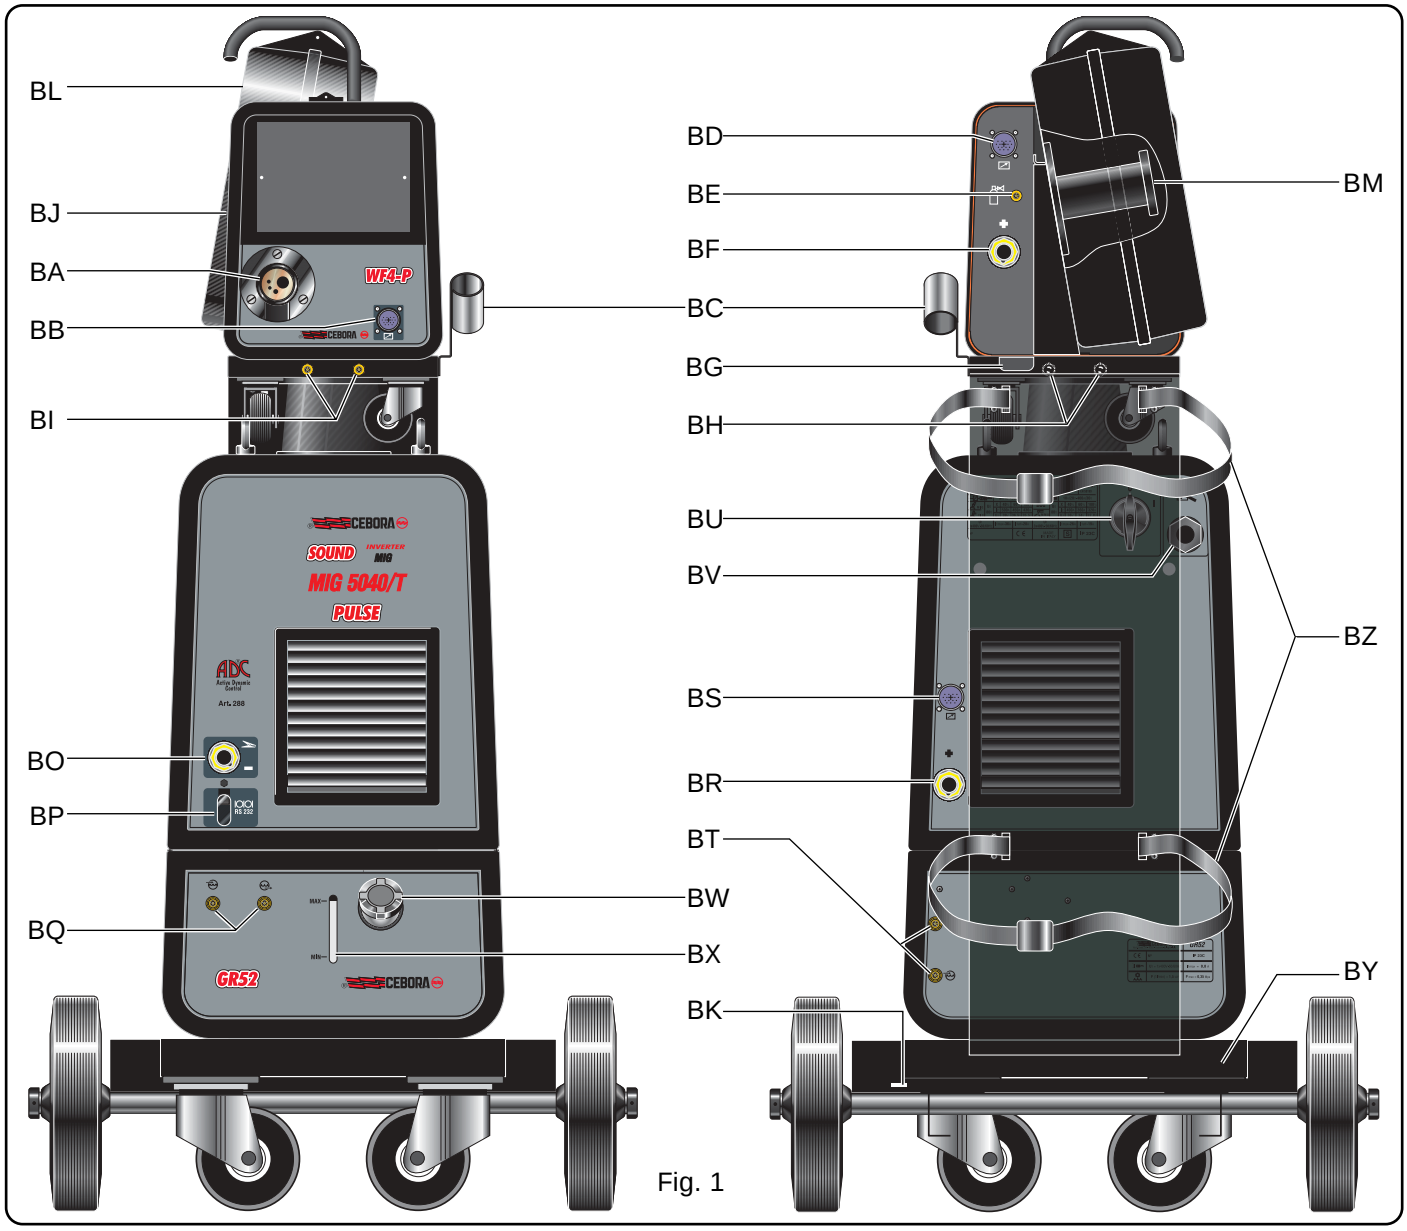

Fig. 1
2.1.2 Descripción del generador (Fig. 1)
2.2.1 Descripción del carro (Fig. 1)
2.3.3 DESCRIPCIÓN DEL GRUPO DE ENFRIAMIENTO (Fig. 1)
2.4 CARRO DE TRANSPORTE (Fig. 1)